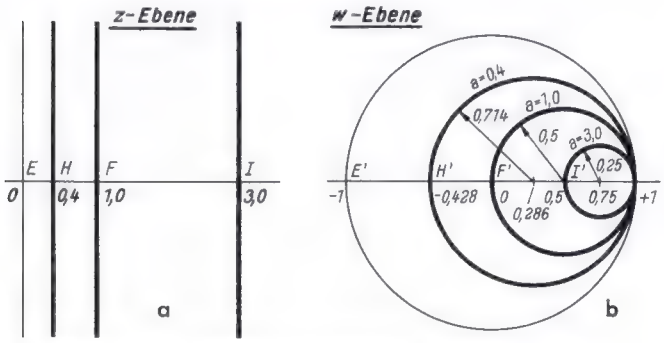

Bild 4. Linien konstanten Realteils in der z-Ebene (Bild 4a) und in der w-Ebene (Bild 4b)
3) Umwandlung der Linien a = const. (Bild 4)